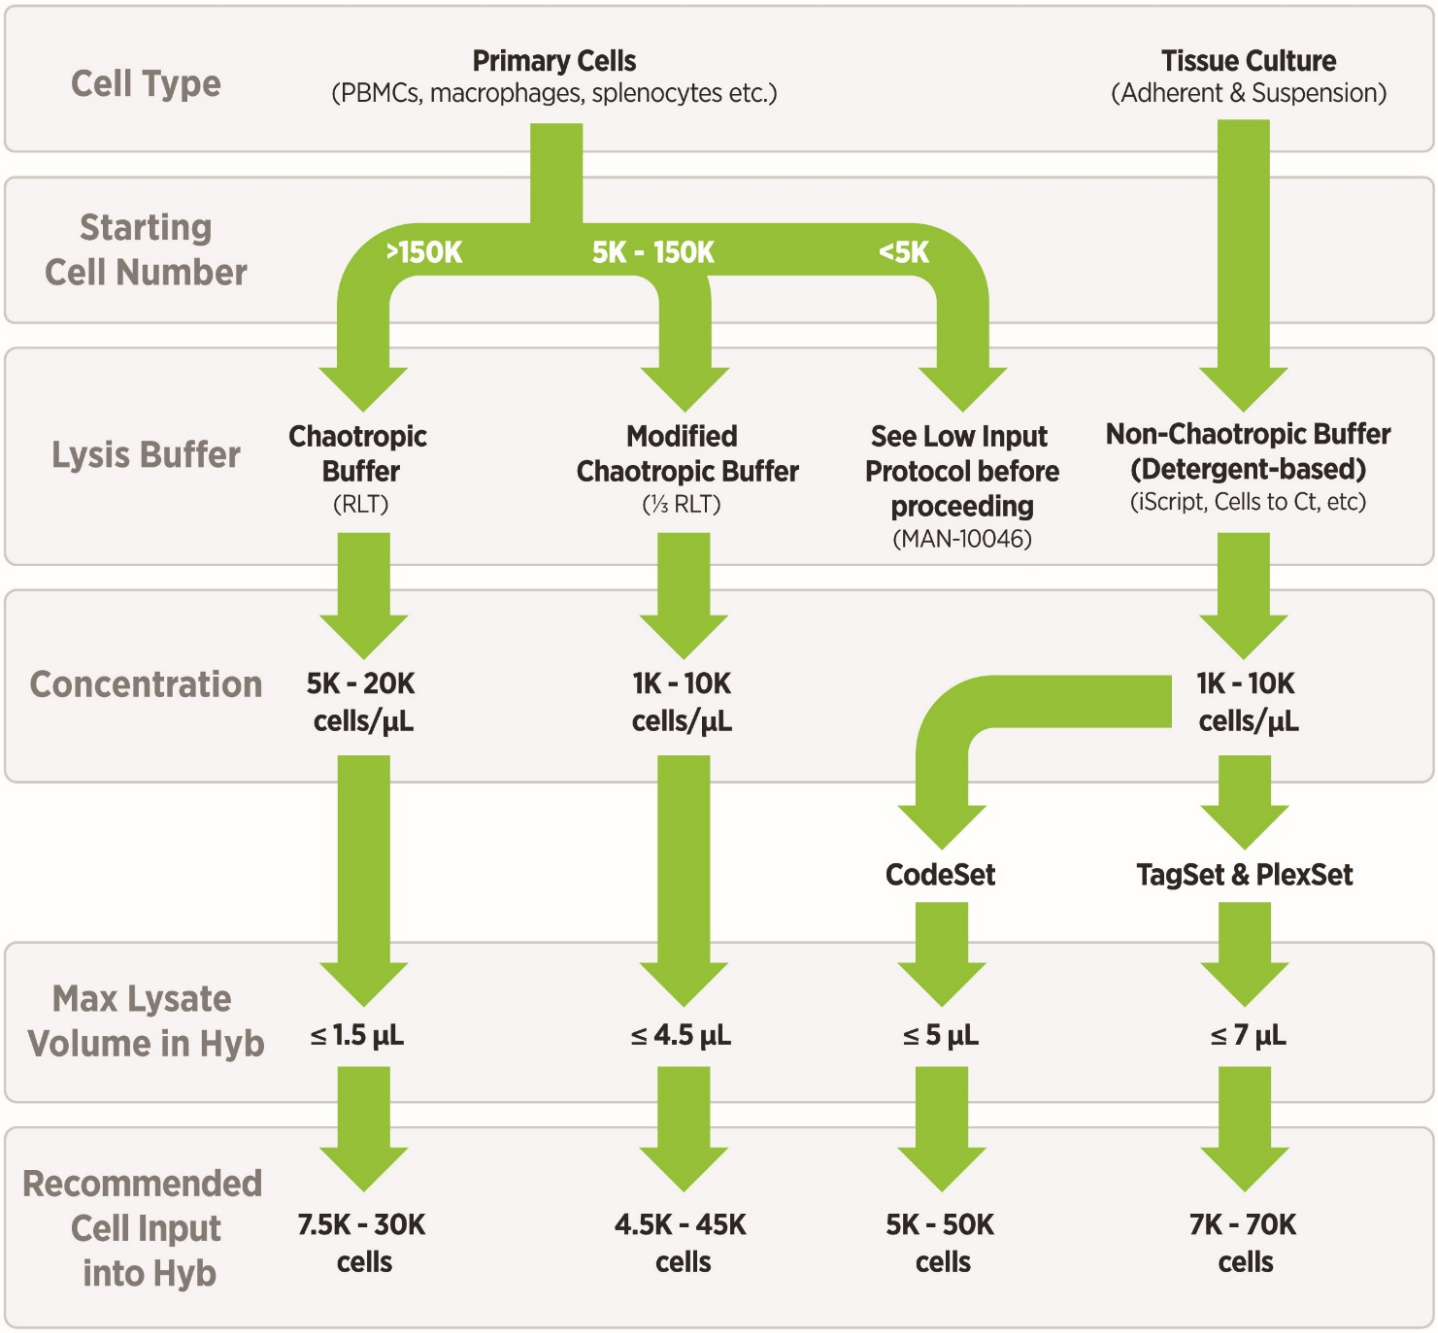

Figure 1. Lysate workflow
For most cell types, NanoString recommends a minimum of 5,000 to 20,000 cells (or cell equivalents) per hybridization reaction for measuring gene expression. Some cell types, such as freshly isolated immune cells, may require 20,000 to 30,000 cells per hybridization reaction for adequate input. The required number of cells for any given application will ultimately be dependent on the abundance of the mRNA targets of interest in the sample to be assayed and should be determined empirically by the end user for their biological system. Furthermore, the maximum sample input volume when using cell lysates depends on the type of lysis buffer used. Cell type and number play an important role when choosing which buffer to use. Use the flow chart below (Figure 1) to determine the appropriate lysis buffer and lysis protocol for your sample preparation.
The list of suggested lysis buffers found in Figure 1 and their associated catalog numbers are listed here in Table 4.
NanoString recommends lysing cells using a chemical- or detergent-based buffer (such as iScript or Cells-to-Ct) for applications involving tissue culture cells (adherent and suspension). These buffers are non-chaotropic, as they do not contain chaotropic salts, making them fully compatible with nCounter hybridization reagents. These buffers should be used such that final cell lysate concentrations are between **1,000–10,000 cells/µL**. Lysate concentrations greater than **10,000 cells/µL** may result in incomplete cell lysis. Up to **5 µL** of lysate may be added to CodeSet hybridization reactions (up to **7 µL** of lysate may be added for TagSet or PlexSet reactions) (Figure 1).
8. Use up to the 'Max Hyb Volume' of lysate recommended for your assay in each NanoString hybridization reaction (see Figure 1).
Prior to the start of the lysis experiment, dilute 100% RLT Buffer 1/3 in nuclease-free water. To allow efficient lysis, lysate concentration should not exceed **10,000 cells/µL**. It is important to start with an optimal number of cells so that the final concentration of cells will allow appropriate amount of input to be loaded on to each reaction at maximum volume of **4.5 µL** of cell lysates (see Figure 1).